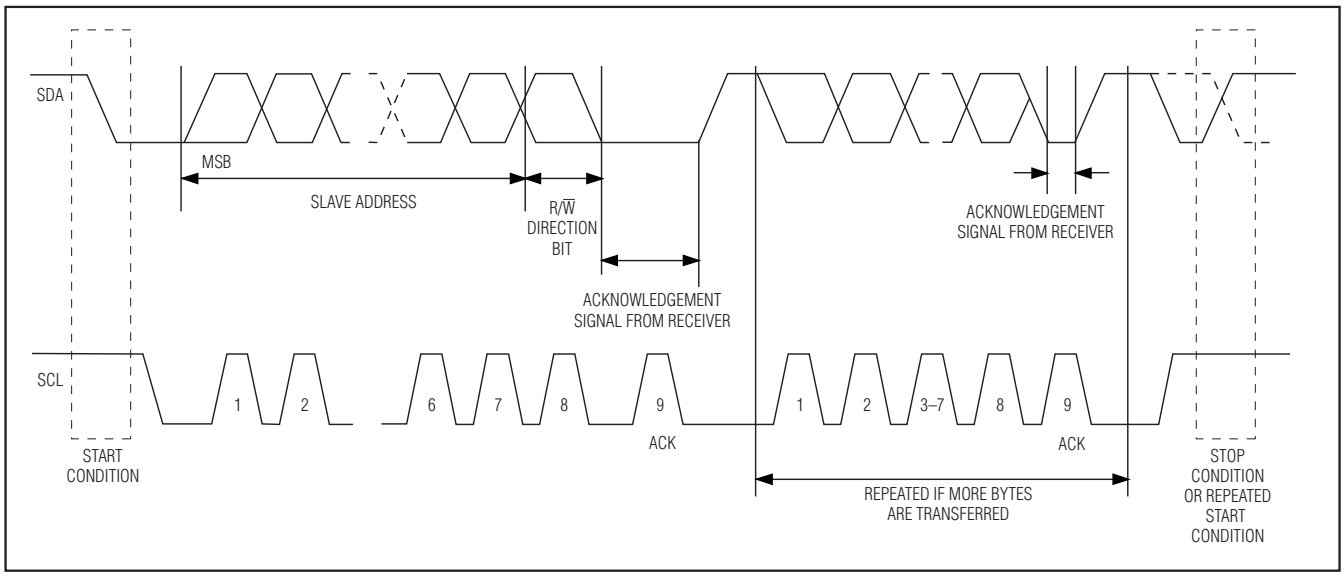

*Figure 5. 2-Wire Data Transfer Protocol*
**Clock and Data Transitions:** The SDA pin is normally pulled high with an external resistor or device. Data on the SDA pin may only change during SCL-low time periods. Data changes during SCL-high periods will indicate a START or STOP condition depending on the conditions discussed below. See the timing diagrams in Figures 5 and 6 for further details.
**START Condition:** A high-to-low transition of SDA with SCL high is a START condition that must precede any other command. See the timing diagrams in Figures 5 and 6 for further details.
**STOP Condition:** A low-to-high transition of SDA with SCL high is a STOP condition. After a read or write sequence, the stop command places the DS1856 into a low-power mode. See the timing diagrams in Figures 5 and 6 for further details.
The 2-wire serial-port interface supports a bidirectional data transmission protocol with device addressing. A device that sends data on the bus is defined as a transmitter, and a device that receives data as a receiver. The device that controls the message is called a master. The devices that are controlled by the master are slaves. The bus must be controlled by a master device that generates the serial clock (SCL), controls the bus access, and generates the START and STOP conditions. The DS1856 operates as a slave on the 2-wire bus. Connections to the bus are made through the open-drain I/O lines SDA and SCL. The following I/O terminals control the 2-wire serial port: SDA, SCL. Timing diagrams for the 2-wire serial port can be found in Figures 5 and 6. Timing information for the 2-wire serial port is provided in the *AC Electrical Characteristics* table for 2-wire serial communications.
**Data valid:** The state of the data line represents valid data when, after a START condition, the data line is stable for the duration of the high period of the clock signal. The data on the line can be changed during the low period of the clock signal. There is one clock pulse per bit of data. Figures 5 and 6 detail how data transfer is accomplished on the 2-wire bus. Depending on the state of the R/$\overline{W}$ bit, two types of data transfer are possible.